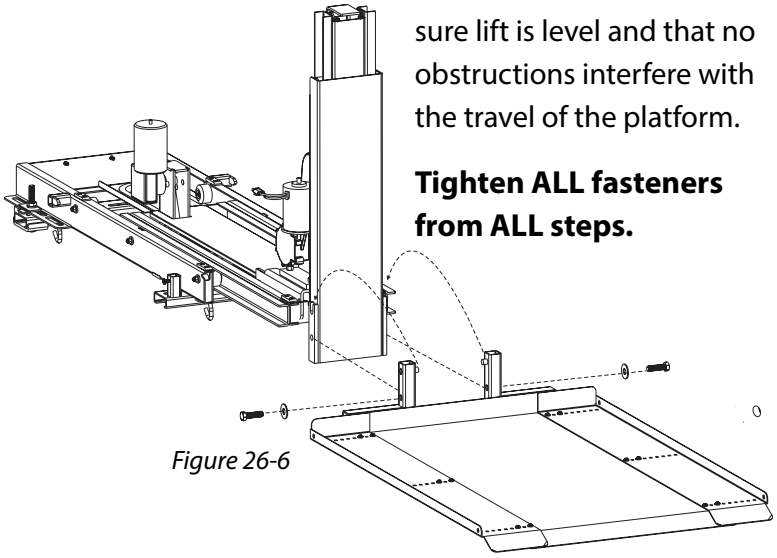

Figure 26-6
10. Install ½-13 x 1-3/4" Hex head Bolts and ½" flat washers into threaded holes as shown. *[Figure 26-6]* Test full motion of lift into and out of the vehicle. Be sure lift is level and that no obstructions interfere with the travel of the platform.